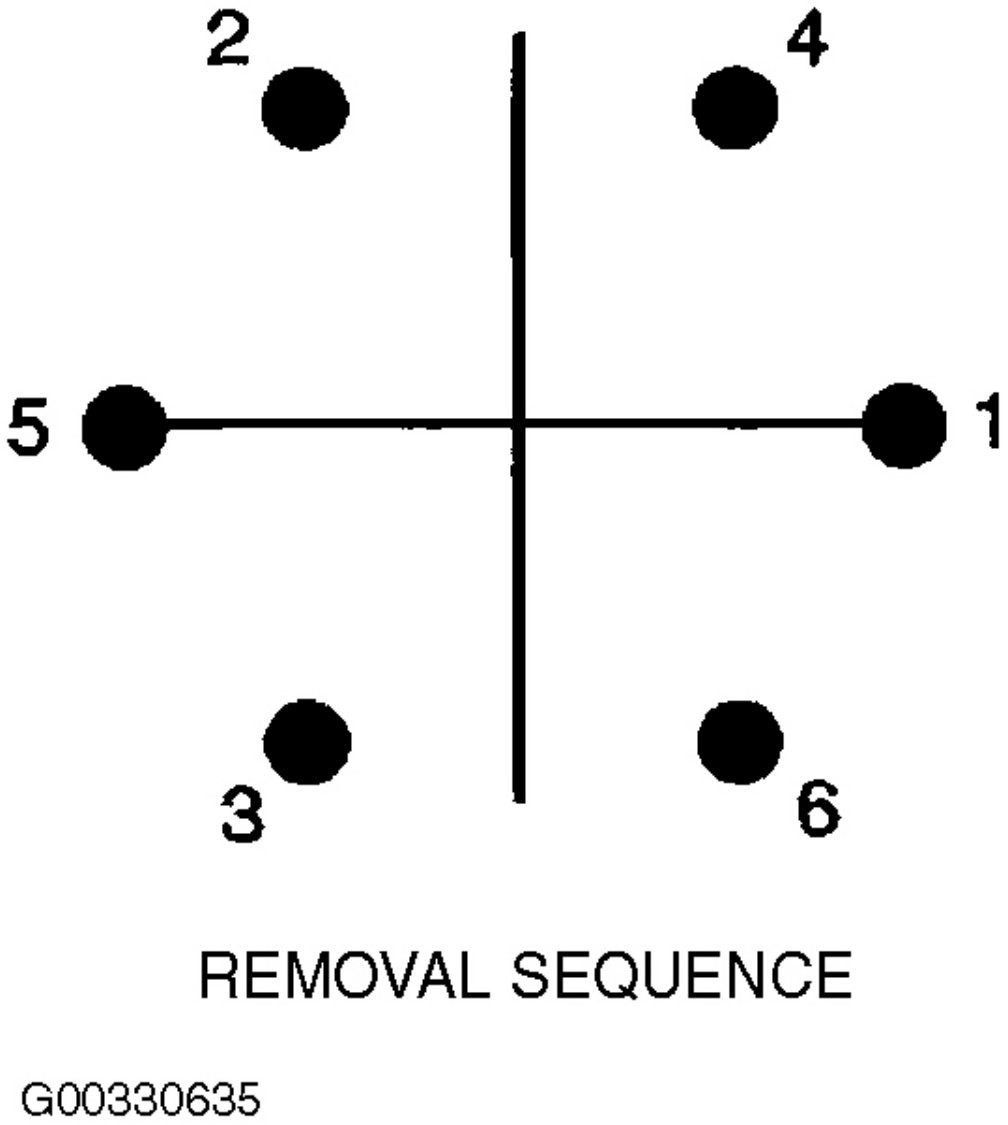

Fig. 15: Removal Sequence Of CV Joint Ball Bearings
17. Repeat steps 14 -16 in the removal sequence as shown until you remove all 6 balls. See **Fig. 15** .
NOTE: The ball installation sequence must be followed as shown. See Fig. 15 .